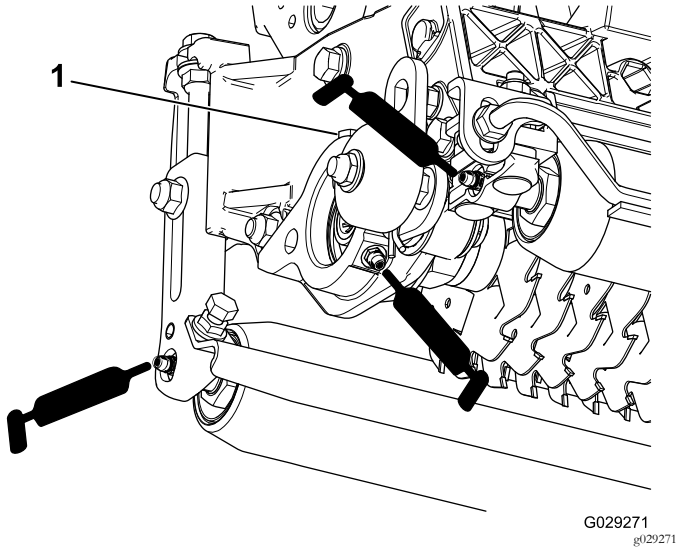

Figura 16
Ciascun verticutter è dotato di 5 raccordi di ingrassaggio (Figura 16) che devono essere lubrificati ogni settimana con grasso al litio n. 2.
2. Applicate il grasso fino a quando non vedete uscire grasso pulito dalle guarnizioni dei rulli e dalla valvola di sfogo dei cuscinetti (Figura 16).